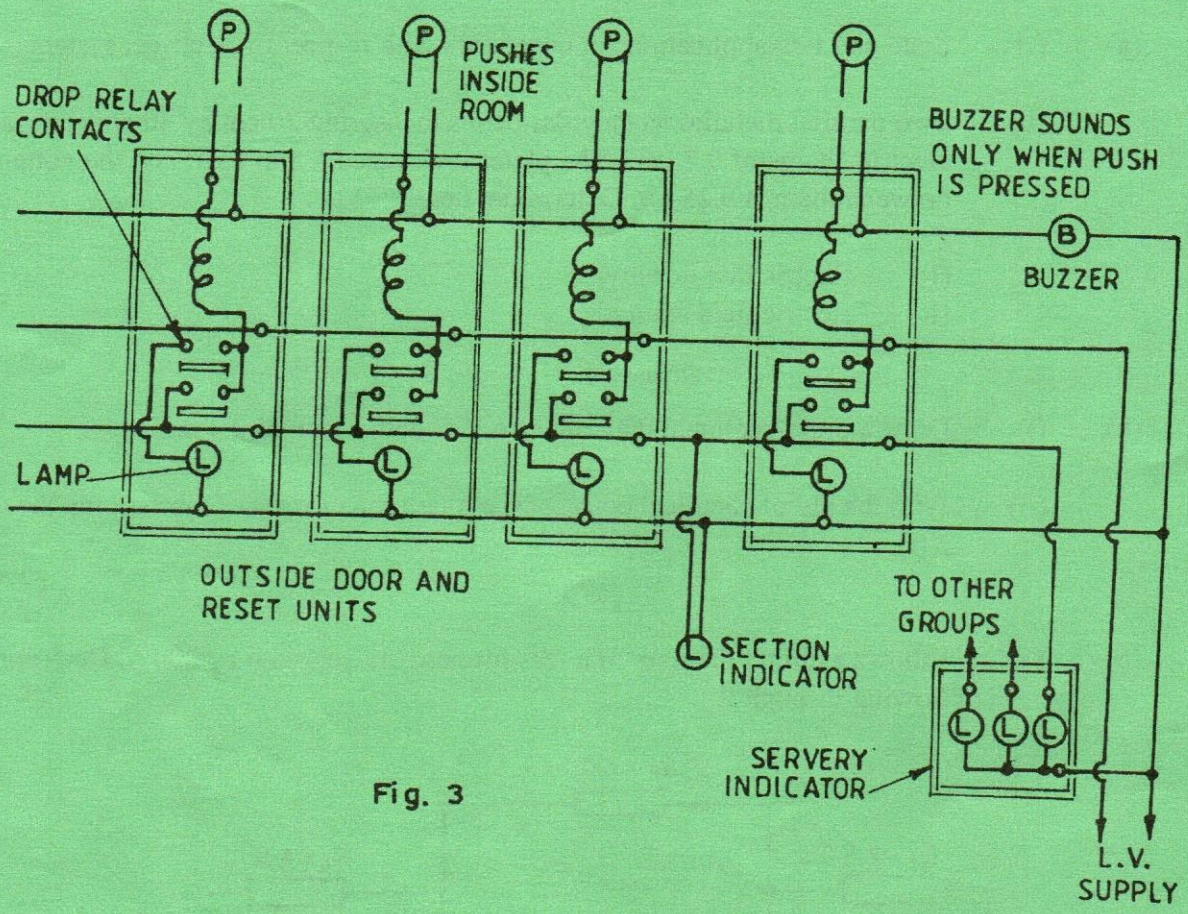

Fig. 3
5. (a) Figure 3 shows a luminous call circuit used in an aircraft. Describe its operation.